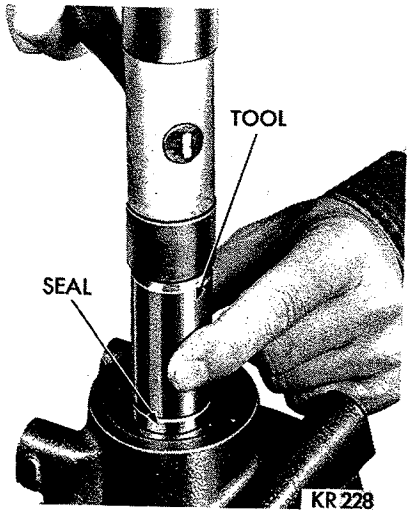

*Fig. 7—Installing Pump Oil Seal*
(6) After inspecting for and removing all burrs and scratches from end of shaft, install a new seal with lip toward pump. Use Tool C-3782 (1.2 pump) or Tool C-3640 (.96 pump) to drive seal flush with insert (Fig. 7).